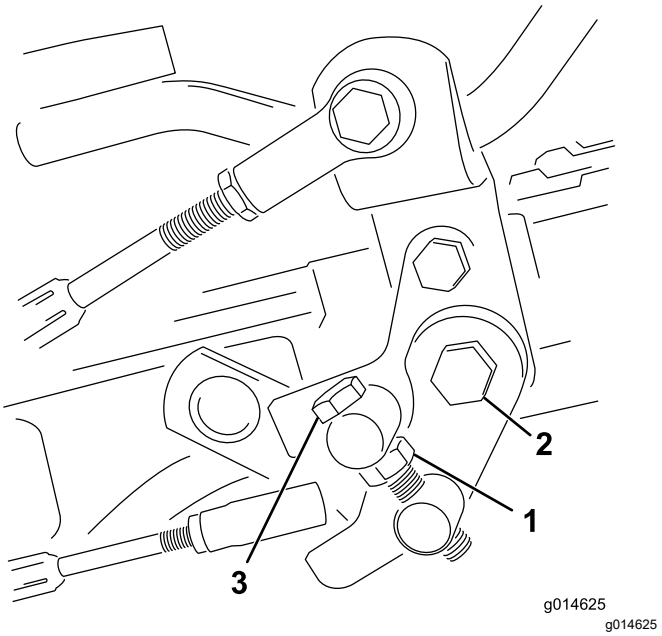

Figur 45
1. Lossa kontramuttern på justeringsbulten (Figur 45).
4. Dra åt kontramuttern på justeringsbulten och muttern på pedaltappen för att låsa justeringen (Figur 45). Kontrollera justeringen och ändra vid behov.